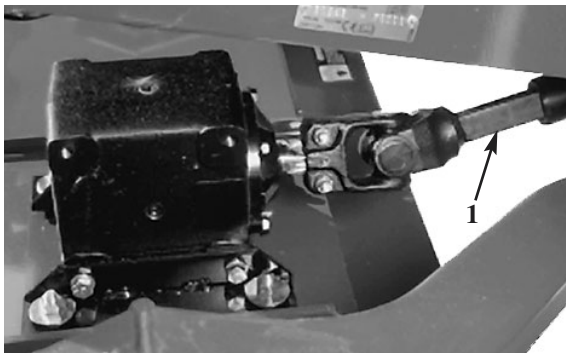

Afbeelding 14
2. Draai het mes totdat de uiteinden naar voor en achter gericht zijn. Meet de afstand van de binnenkant van de maai-eenheid naar de snijkant aan de voorkant van het mes (Afb. 14), en onthoud deze maat.